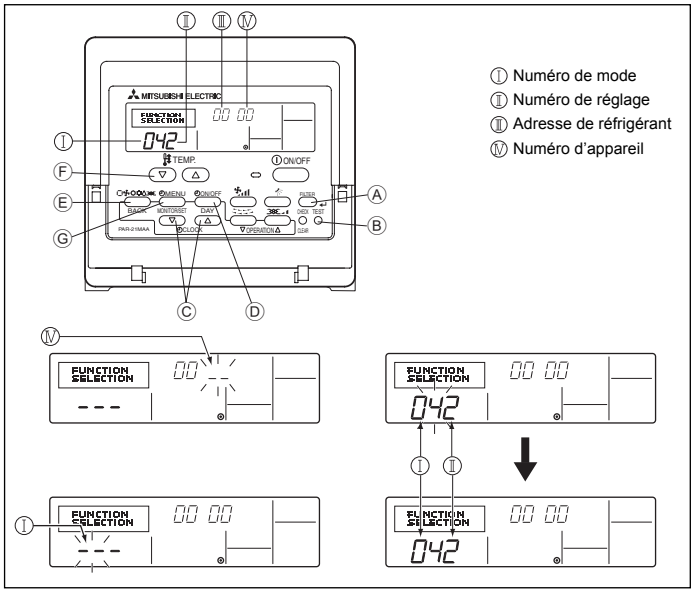

Fig. 6-9
1) Pour la télécommande à fil (Fig. 6-9)